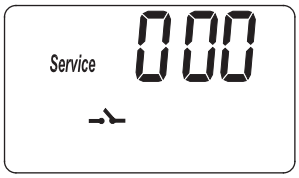
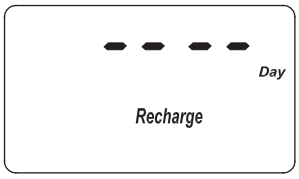
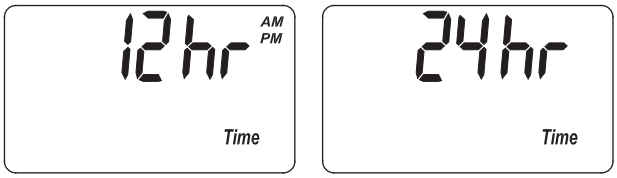

FIG. 30
FIG. 31
FIG. 32
1. Appuyez sur le bouton PROGRAM (programmer) et maintenez-le enfoncé jusqu'à ce que l'écran de la figure 30 s'affiche. Une fois l'écran affiché, appuyez quatre fois sur le bouton PROGRAM (programmer) et l'écran de la figure 31 s'affichera.
1. Appuyez sur le bouton PROGRAM (programmer) et maintenez-le enfoncé jusqu'à ce que l'écran de la figure 30 s'affiche. Une fois l'écran affiché, appuyez cinq fois sur le bouton PROGRAM (programmer) et l'un des deux écrans de la figure 32 s'affichera.